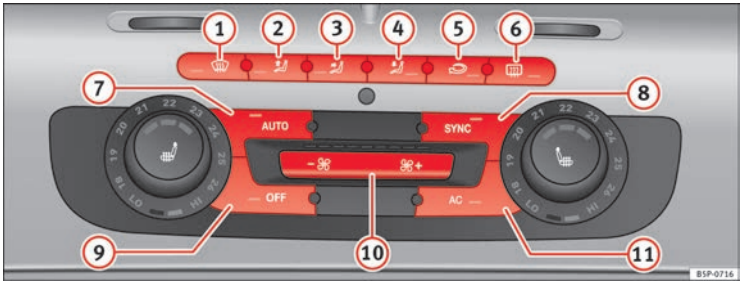

Fig. 129 Sulla plancia portastrumenti: i comandi del Climatronic 2C
– Girare le rotelline di regolazione della temperatura ⇒ fig. 129 per regolare rispettivamente la temperature della zona sinistra o della zona destra dell'abitacolo.
– Premere il tasto AUTO ⇒ fig. 129. Sul display della radio viene visualizzato “AUTO High” (velocità del ventilatore alta).
– Premere di nuovo il tasto AUTO ⇒ fig. 129. Sul display della radio viene visualizzato “AUTO Low” (velocità del ventilatore bassa).